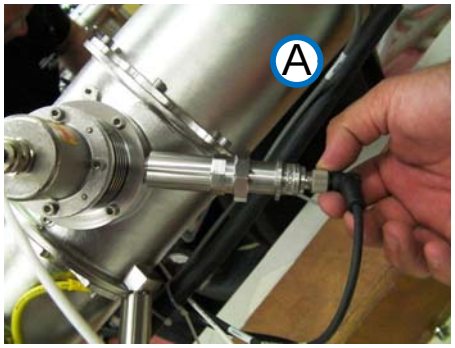

Figure 10-20: Replacing the Sensors (Generic View 1)
Step 1. To disconnect the harness connector (shown in view **A** in **Figure 10-20**), unscrew the sensor's threaded locking nut.